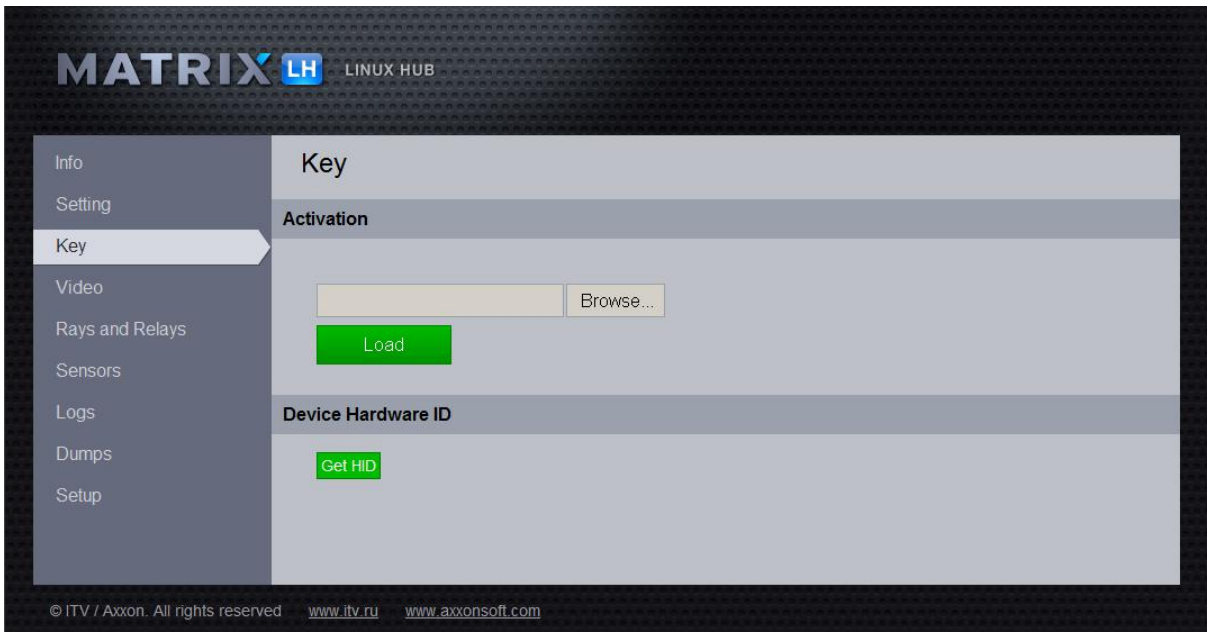

Figure 7.3—8 Downloading the activation key to the LS (LH)
To download the activation key to the LS (LH) do the following (Figure 7.3—8):
4. As a result the intellect.sec (video.sec) activation key is saved on the LS (LH) in the \etc\itv\ directory;
5. Restart the LS (LH).
***Attention! Mozilla Firefox does not download the activation key to the LS (LH).***